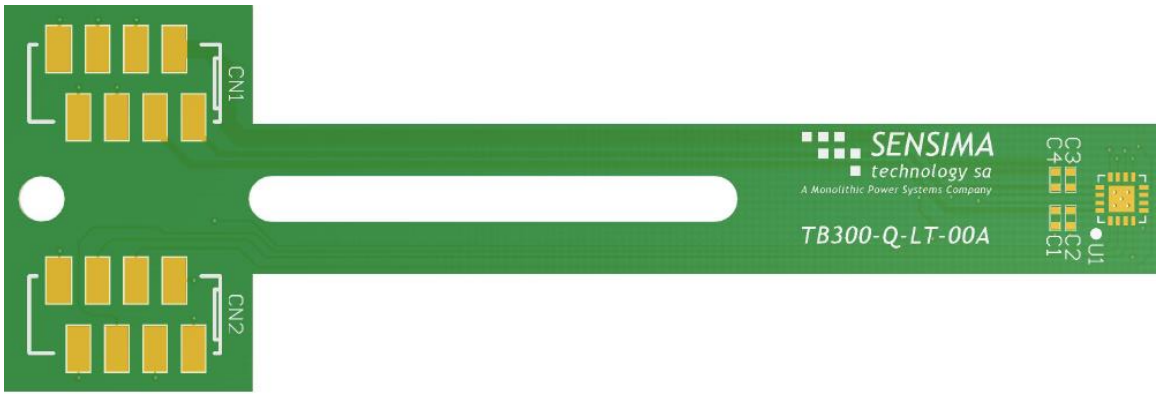

**Figure 3: Type 1 Board Overview**
Figure 3 shows an overview of the type 1 long (LT) board.